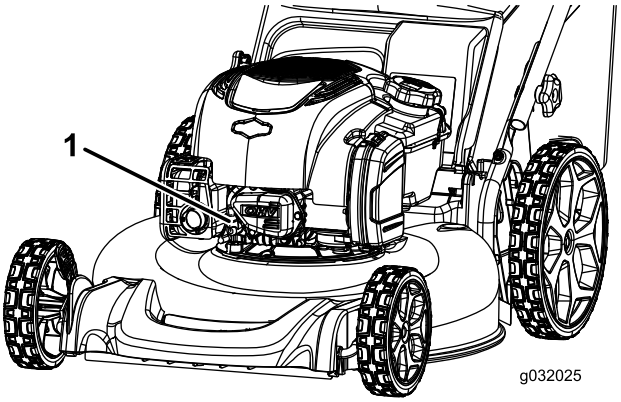

Figuur 24
2. Trek de bougiekabel los van de bougie (Figuur 24) voordat u onderhoudswerkzaamheden uitvoert.